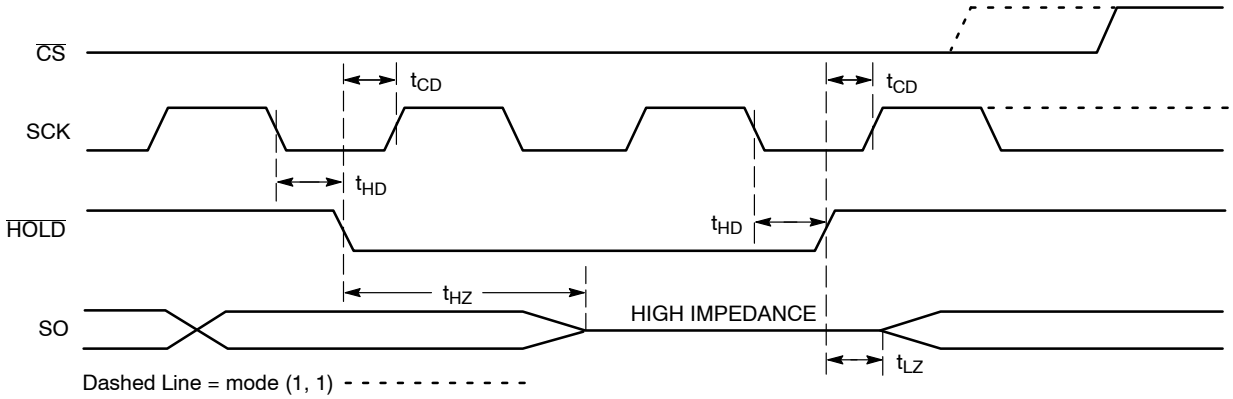

Figure 11. $\overline{HOLD}$ Timing
The $\overline{HOLD}$ input can be used to pause communication between host and NV25128. To pause, $\overline{HOLD}$ must be taken low while SCK is low (Figure 11). During the hold condition the device must remain selected ($\overline{CS}$ low). During the pause, the data output pin (SO) is tri−stated (high impedance) and SI transitions are ignored. To resume communication, $\overline{HOLD}$ must be taken high while SCK is low.